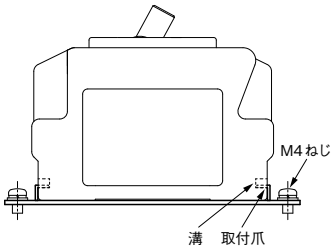

図2
③図2のように本体負荷側下部の溝に取付爪を奥まで入れた状態で取付爪を取付面へM4ねじで締めてください。